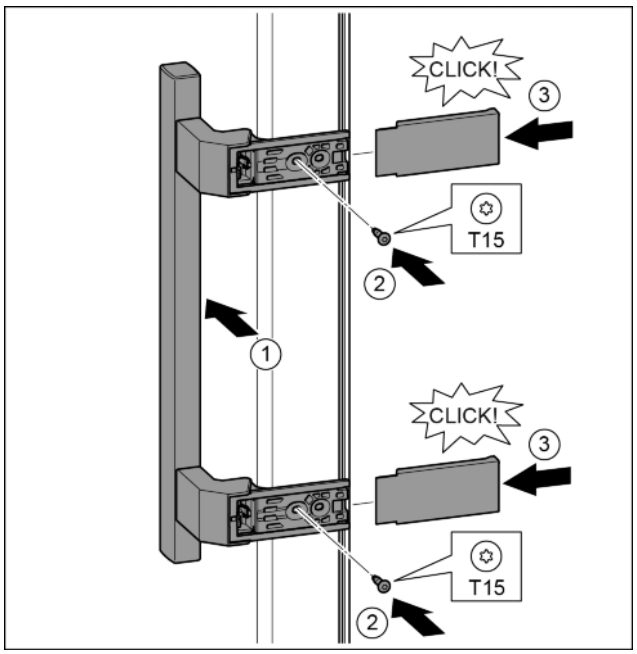

Fig. 19
- ▶ Установить ручку на противоположной стороне. *Fig. 19 (1)*
- ▶ Затянуть винты отверткой T15. *Fig. 19 (2)*
- ▶ Установить крышки сбоку и надвинуть. *Fig. 19 (3)*